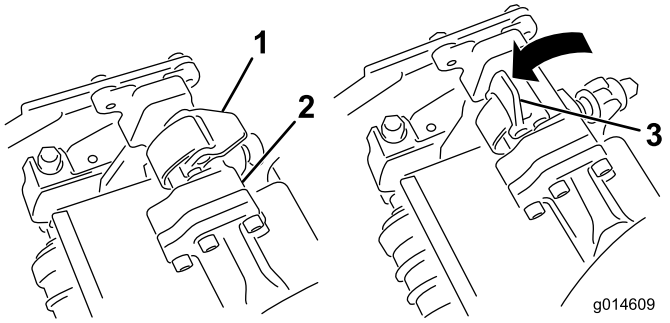
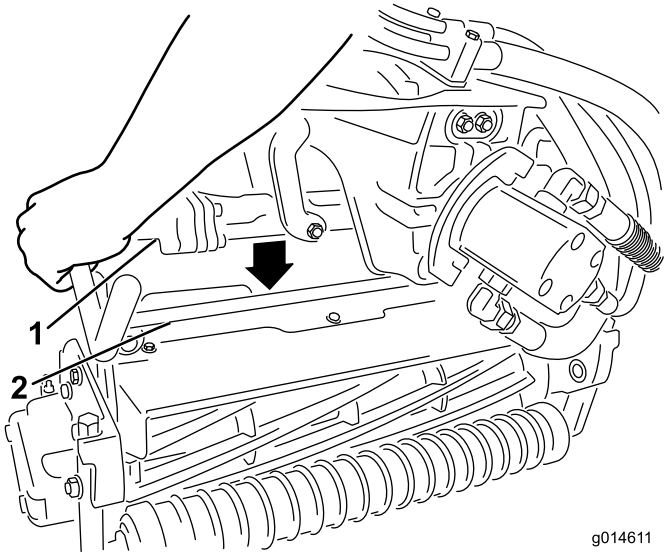

Figur 32
Figur 33
3. Åpne låsene på hjulopphengsarmbøylen slik at de peker opp (dvs. at de er åpne) (Figur 32), og trykk hjulopphengsarmen ned så bøylen ligger over klippeenhetens bøyle (Figur 33).
4. Skyv låsene ned og rundt klippeenhetsbøylen og lås dem slik at de sitter på plass(Figur 32).
4. Åpne låsene på hjulopphengsarmbøylen til klippeenheten du skal fjerne (Figur 32).